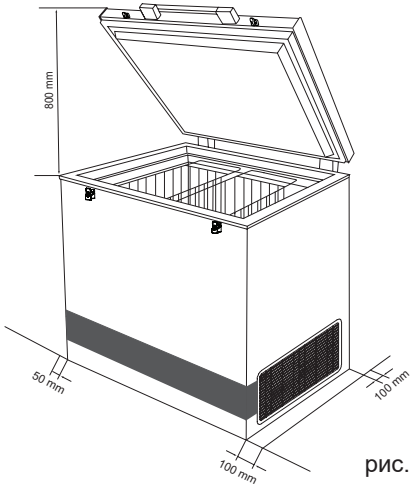

рис. 8
Экранированные кабели, идущие от фотоэлектрических панелей (PV), оснащены совместимыми разъёмами MC4 типа «штекер/гнездо» (male/female). Эти кабели необходимо подключить к заранее установленным на задней стороне устройства совместимым разъёмам MC4 типа «штекер/гнездо». См. рис. 8.